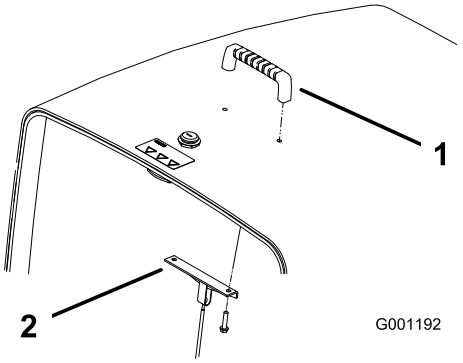

**Figur 5**
2. Montera handtaget och kabelfästet på huven med två skruvar (Figur 5).